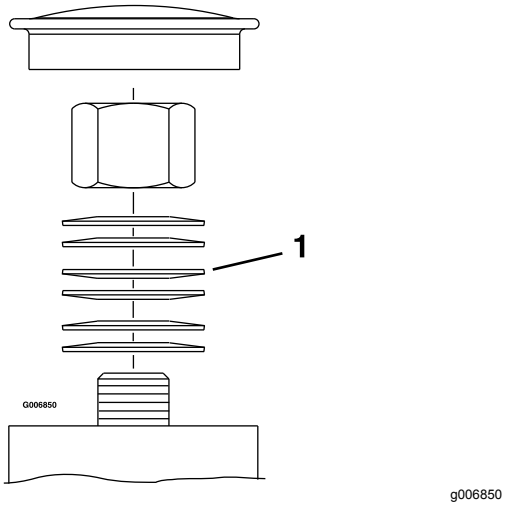

**Figuur 55**
3. Verwijder de stofkap van het zwenkwiel en draai de borgmoer aan totdat de schotelveren vlak liggen. Draai de moer dan 1/4 slag terug om de voorspanning op de lagers in te stellen (Figuur 54 en Figuur 55).
***Belangrijk:*** **Controleer dat de schotelveren juist zijn geplaatst zoals in Figuur 54 en Figuur 55.**